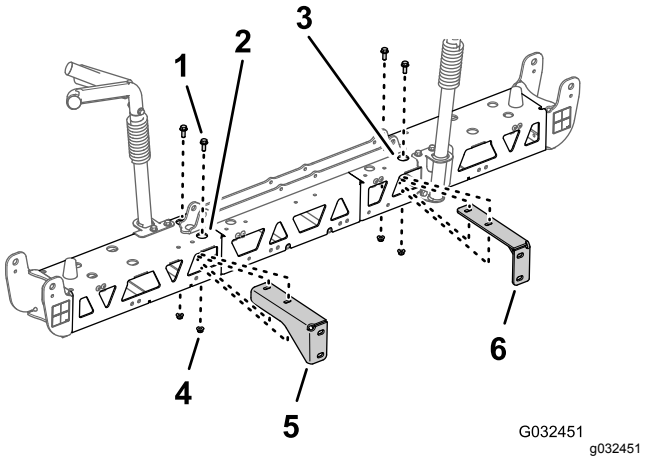

Figur 54
2. Juster hullerne i højre støttebeslag, så de passer med hullerne i højre afstiverstel som vist i Figur 54.
3. Sæt det højre støttebeslag på højre afstiverstel (Figur 54) med de 2 flangehovedbolte (3/8 x 1 tomme) og 2 flangelåsemøtrikker (3/8 tomme), som du afmonterede i trin 2 og 3 i Afmontering af støttebeslagene fra midtersprøjtesektionen (side 23).
4. Gentag trin 2 og 3 for det venstre støttebeslag ved venstre afstiverstel (Figur 54).